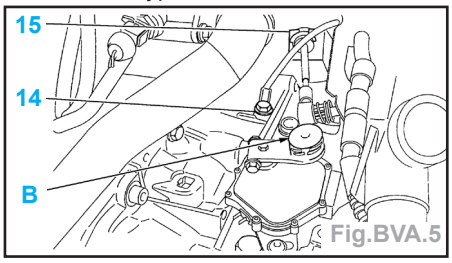

Fig.BVA.5
- Déposer (Fig.BVA.5) :
- la vis (14),
- la liaison rotule (B),
- l'arrêt de gaine (15) à l'aide d'un tournevis type Electricien.